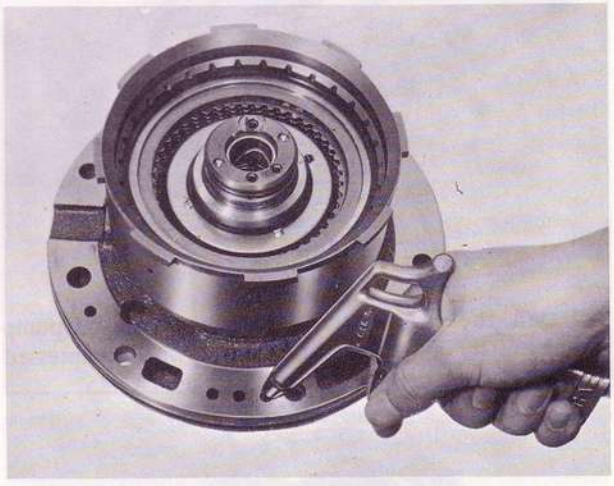

Fig. 7A–22 Testing front clutch
3. Install the front clutch assembly to the oil pump. Blow compressed air into the oil hole as shown in Fig. 7A–22 and check the clutch operation.